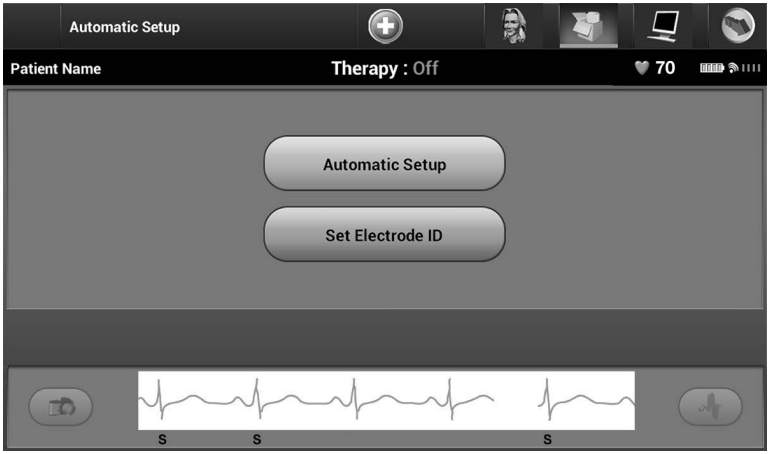

Figure 20: *Select the Set Electrode ID button to enter electrode information*
3. Select the Automatic Setup icon in the Navigation Bar. The Automatic Setup screen appears (Figure 20).